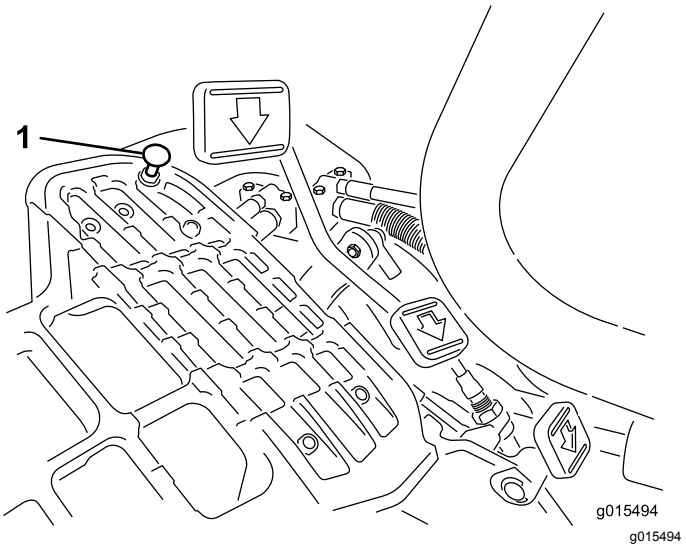

Figuur 36
Om de maximale transportsnelheid te verkrijgen, moet u de schakelhendel in de TRANSPORTSTAND zetten en het tractiepedaal intrappen. Als het pedaal contact maakt met de pedaalaanslag (Figuur 36) voordat u spanning op de kabel voelt, voer dan de volgende afstelprocedure uit:
1. Zet de schakelhendel in de TRANSPORTSTAND en draai de borgmoer los waarmee de pedaalaanslag is bevestigd aan de vloerplaat (Figuur 36).